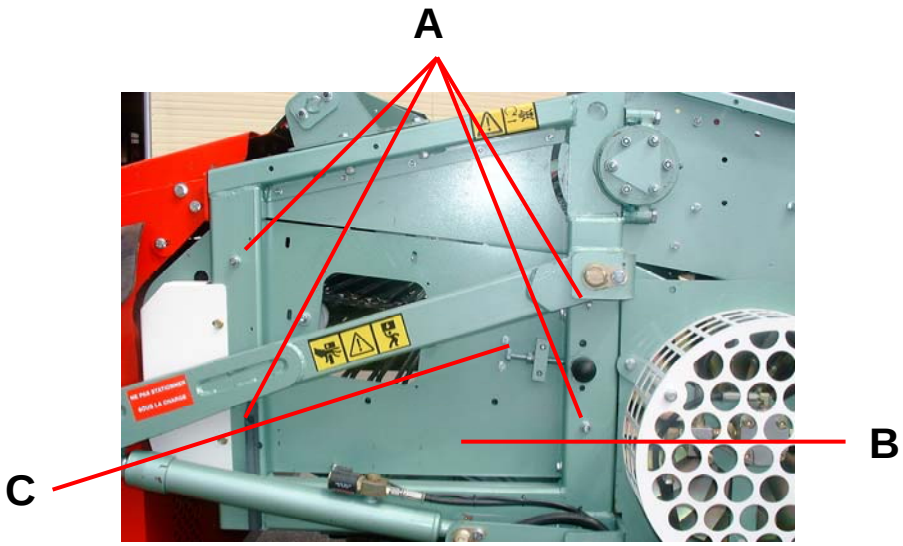

Figure 36
- Desserrez les vis (figure 36, repère A). Faites reculer la tôle B en vissant la vis (figure 36, repère C). Cette tôle supporte les pignons d'entraînement du tapis de triage arrière.